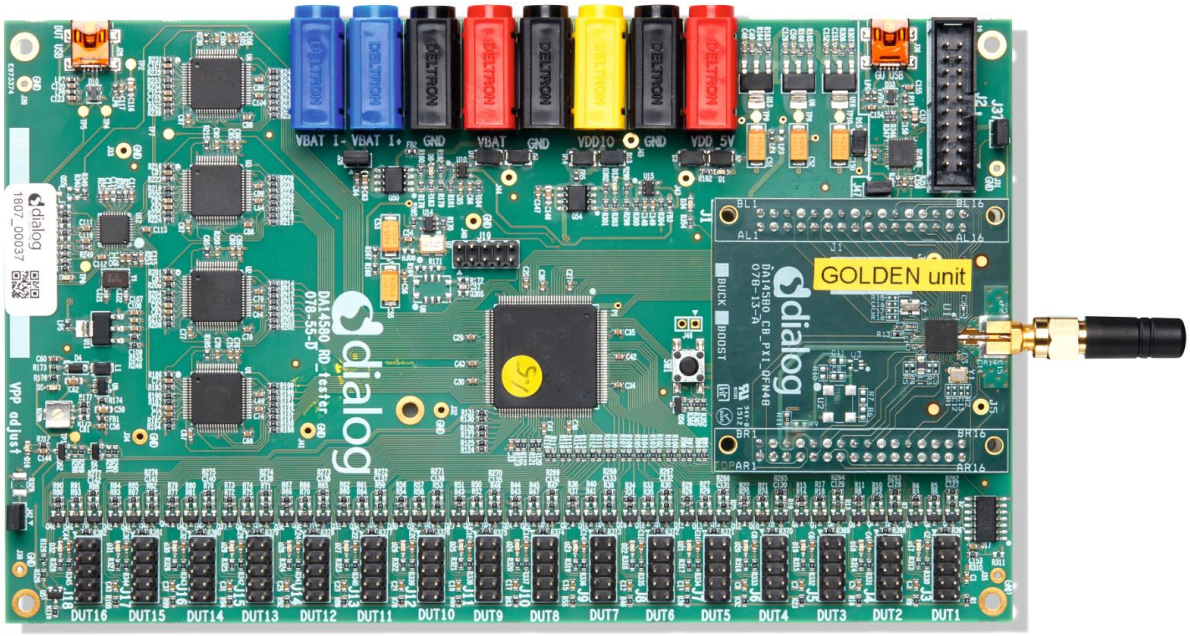

**Figure 1: Production Line Tool Hardware**
- Main board (Figure 1**Error! Reference source not found.**) together with a DA14580-QFN48 Golden Unit.